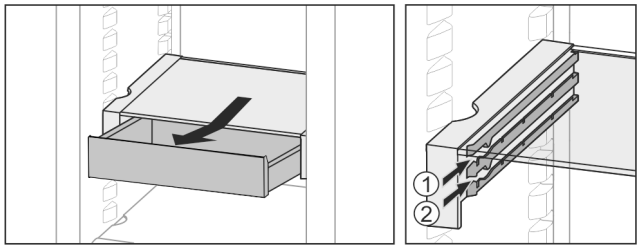

Fig. 27
▶ На любой высоте *Fig. 27 (1)* или *Fig. 27 (2)* вставить.